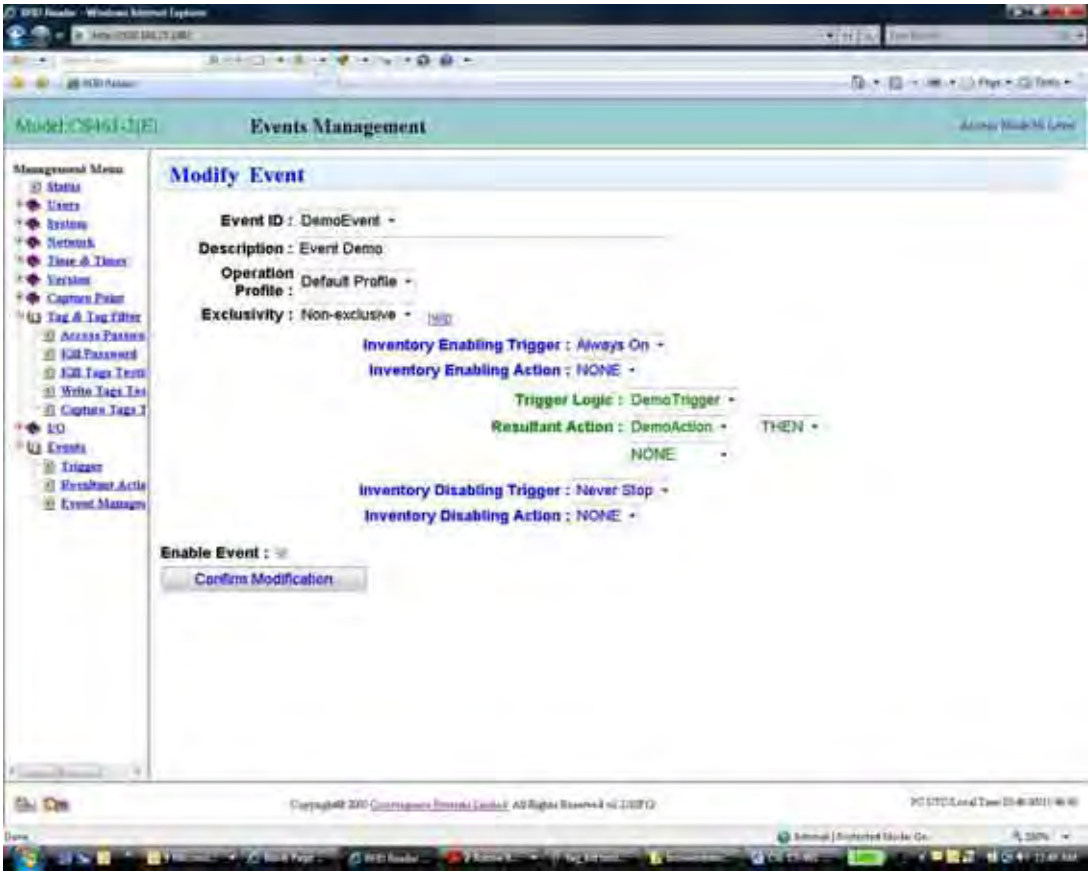

Figure 3-8 Modify Event
- Please open page “Modify Event” as shown in Figure 3-8. You can reach the page by clicking “Events -> Event Management -> Modify Event”